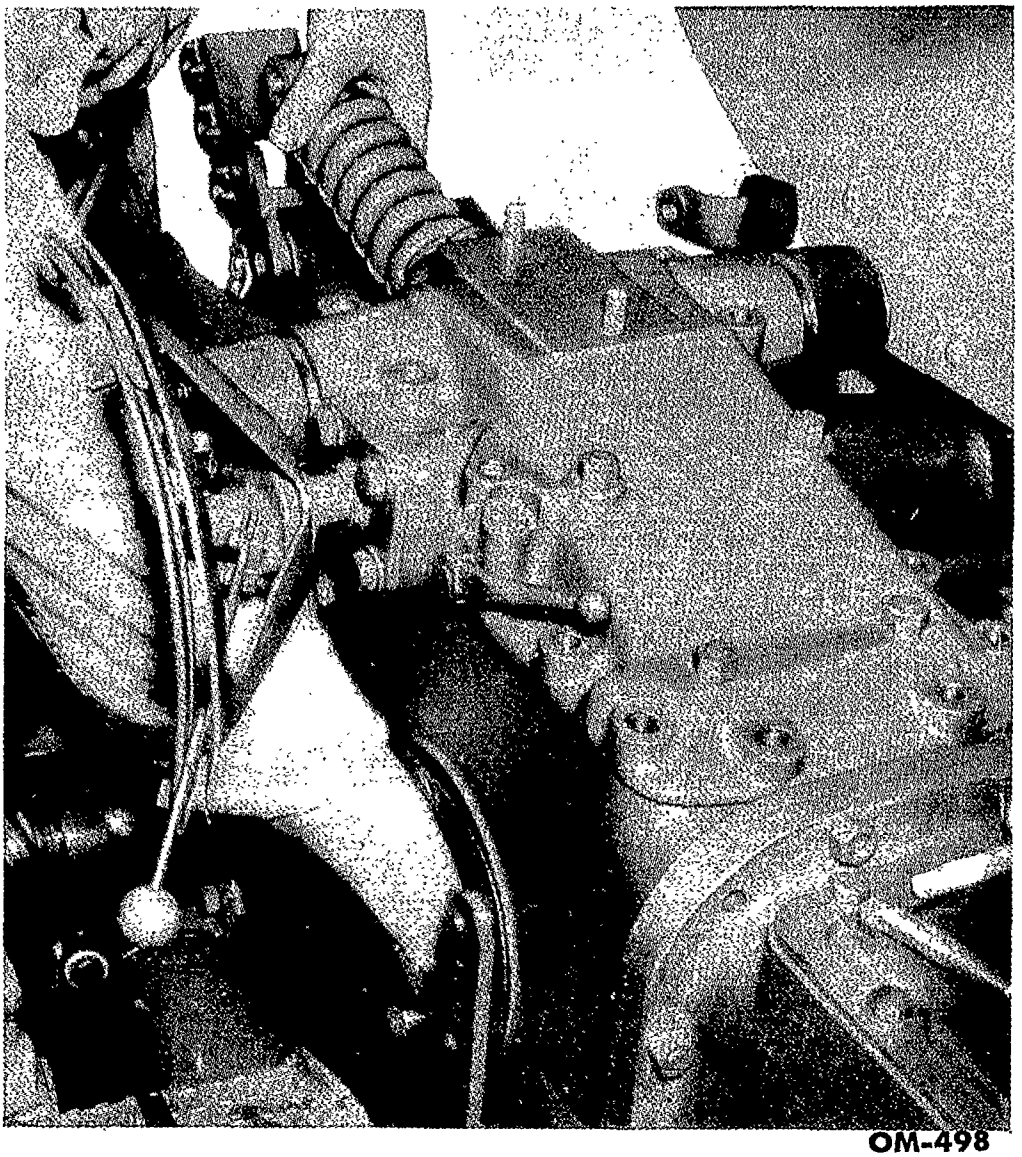

Fig. 74—Installing Hydraulic Lift Cover Assembly
(3) Set the lift cover assembly on the center housing, placing the front of the assembly slightly to the rear of the position required to line up the bolt holes.
(4) Insert the right hand in the center housing at the inspection plate opening, as shown in fig. 74, and guide the tip of the control arm into position in the control valve lever.
(5) Bolt the lift cover assembly to the center housing.
(6) Attach the leveling arms to the lift arms.